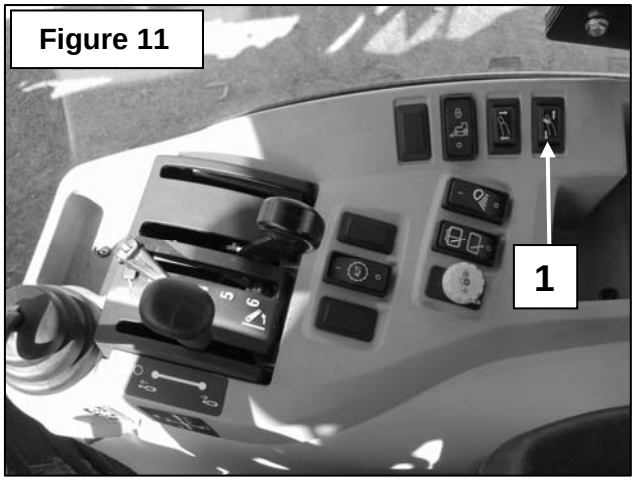

Figure 11
8. **Figure 11:** Install the switch (item 1) in one of the available holes of the console. If there are no available holes, an optional switchbox is available (see page 27).